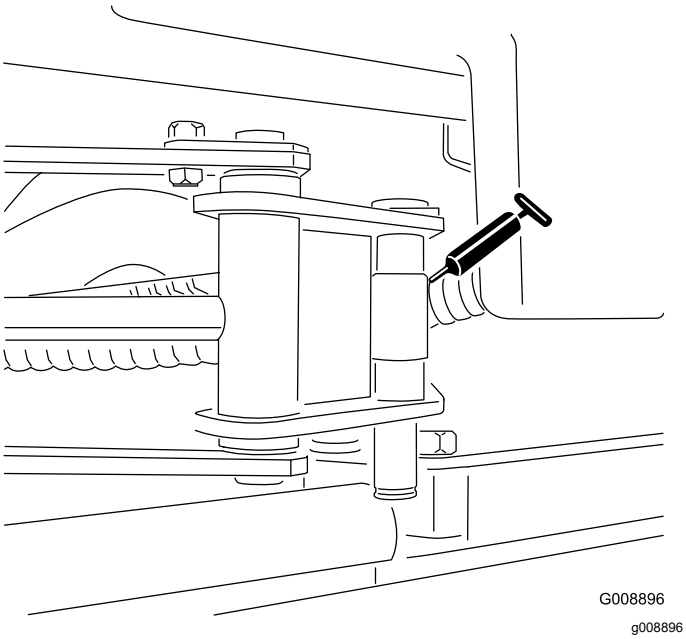

Figur 35
- 2 cylinderändar till sidspole (Figur 35)